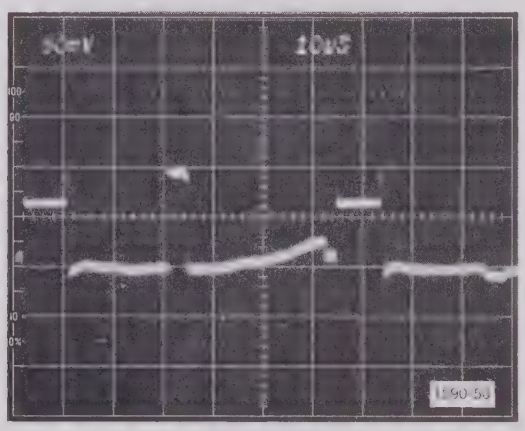

Fig. 6-5. Cathode blanking pulse expanded.
k. Set the Test Oscilloscope sweep rate to 10 microseconds/division and record the amplitude of the cathode blanking pulse which is expanded in Fig. 6-5. This value is typically 75 millivolts to 100 millivolts after 2 to 3 hours warmup.